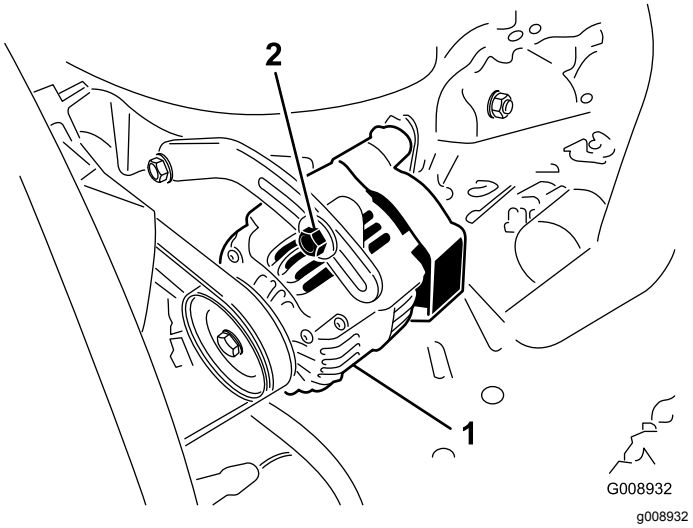

図 46
2. たわみが10 mmでない場合には、オルタネータ取り付けボルトをゆるめる図 46。